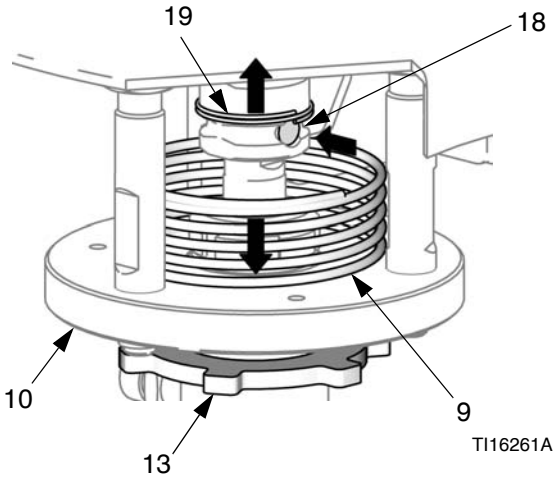

Рис. 6. Предохранительная пружина и соединительный штифт
4. См. Рис. 6. Нажмите на предохранительную пружину (9) и удерживайте ее в таком положении, чтобы получить доступ к соединительному штифту (18). Поднимите фиксирующую пружину (19) и выньте штифт с помощью отвертки или зубила.
5. Ослабьте стопорную гайку (13).